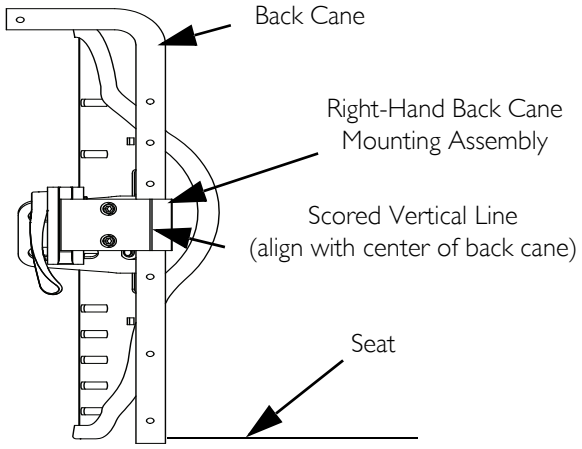

**FIGURE 2.2** Check vertical alignment
3. Align the scored vertical line on the outside back cane mounting assembly with the center of the back cane as shown in FIGURE 2.2.